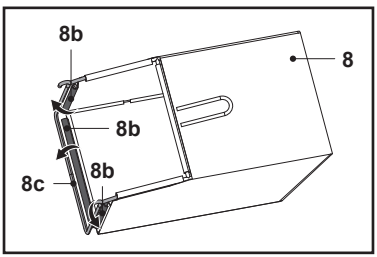

Fig. 5
1. Clip the three rubber clips (8b) onto the supporting rod (8c) of the grass catcher (8) (Fig. 5).
2. The grass catcher (8) is ready for use.